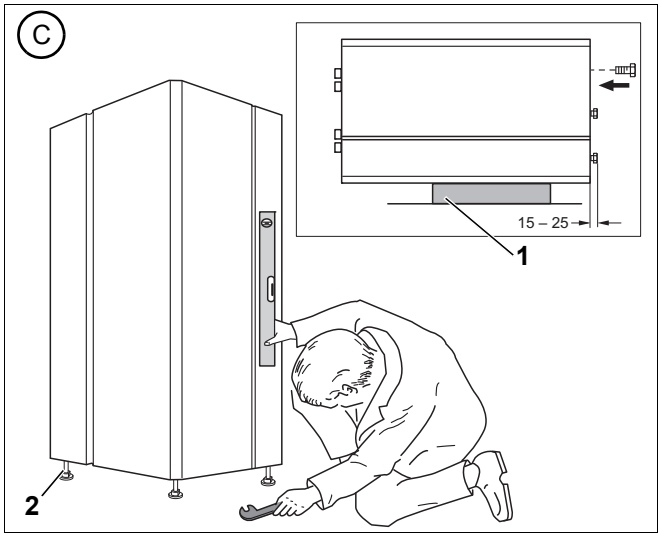

Рис. 9 Установка опорных болтов (дополнительная комплектация)
- Положите амортизирующую крышку (рис. 9, [1]) на пол.
- Заверните три прилагаемых опорных болта (рис. 9, [2]) так, чтобы они выступали на 15 – 25 мм.